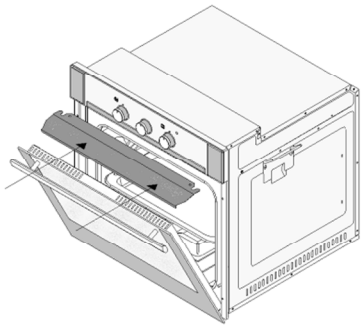

Figura- 2
3. Coloque o escudo protector por baixo do painel de comandos abrindo a porta do forno (Figura 2)